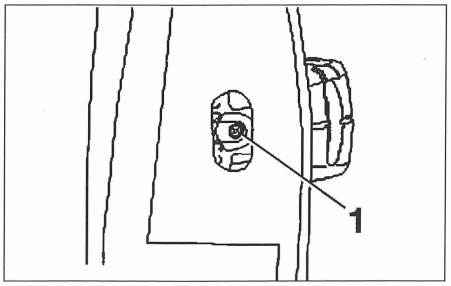

FIG. 63
• Desmontar el tornillo (1) **(fig. 63)** de fijación de empuñadura de puerta.